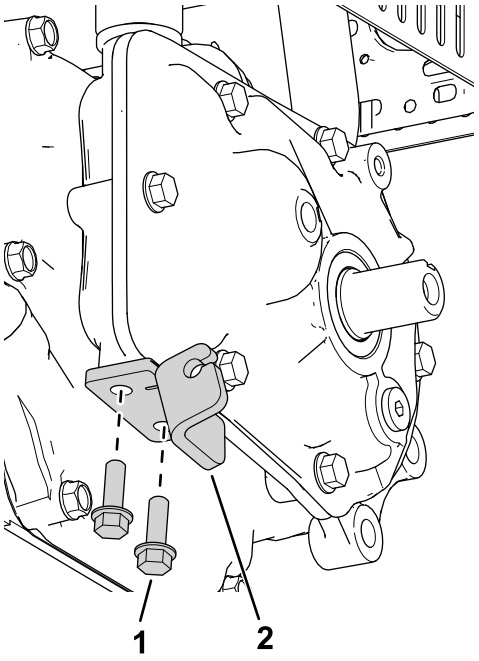

Figure 1
1. Fixez la patte d'embrayage à l'aide de 2 boulons (1/4" x 3/4"), comme montré à la Figure 1.